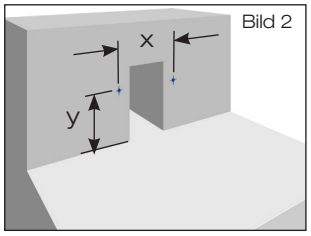

Bild 2
1.3 Bohrungen Ø10 mm für Schiebeflansch mit Anschlussmanschette bzw. Schiebeflansch mit Kompressionsdichtungen zum Anschluss der Dampfsperre entsprechend der Vorgabe nach Tabelle 3 erstellen (Bild 2).